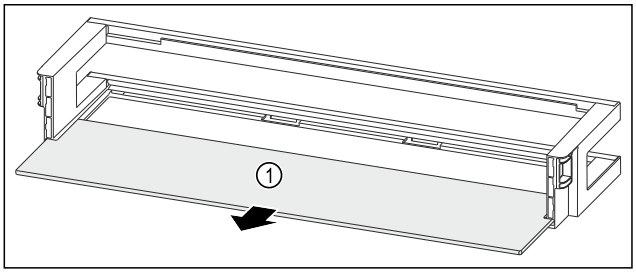

Fig. 191 Door rack with shelf
▶ Remove the shelf *Fig. 191 (1)*.